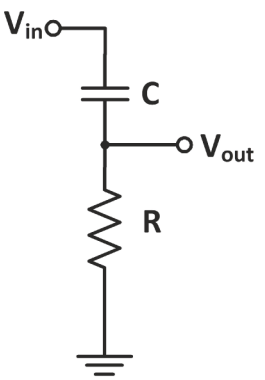

**FIGURE 4.44** (Steps 1, 2, 3). RC filter circuit #1. ⏎
1. **Choosing RC values for $f_c$ of about 1 kHz.** Refer to the schematic in Fig. 4.44. Look in your parts kit and find an approximately 0.005 µF (5 nF) capacitor. You will want to fairly accurately know the actual value. Turn on the Keysight U1733C LCR meter. (Fig. 4.45). Attach the capacitor to the leads. Press **Frequency** and select **1 kHz**. Press **ZLCR** and select ***C***, indicating that it is measuring capacitance. Record the capacitance and calculate the resistance for a cutoff frequency ($f_c = 1/(2\pi RC)$) of 1 kHz. Connect long wires from the breadboard wire kit to the leads on the JET RS-200 resistance substitution box and use it as your resistor. That box allows you to select a wide range of resistances. Use the LCR meter to measure the resistance by changing **ZLCR** to *R* at 1 kHz as before. (Or, if you prefer, use your DMM ohmmeter). Make changes to get close to your desired *R*. Build the circuit using the breadboard. What capacitance did you measure and what resistance value did you select? What value of $f_c$ did you calculate? Is this circuit an LPF or HPF? Explain.
2. **Sweeping the frequency to observe HPF behavior.** Set the output of the Rigol waveform generator to 1 kHz at 10 $V_{pp}$. Connect the signal from the output of the waveform generator WG) to $V_{in}$ of the circuit in Fig. 4.44. Connect the ground from the WG to the grounded lead of the resistor. Place a BNC 'tee' on the output of the WG and connect it to CH1 of the scope with a BNC cable. Use a scope probe to connect the voltage across the resistor, $V_{out}$, to CH2. You can put the ground connection of the probe to the same ground point as that of the generator. If you were to connect it elsewhere you would "ground out" one of the circuit elements. Set the trigger to CH1 and see if the trace is stable.